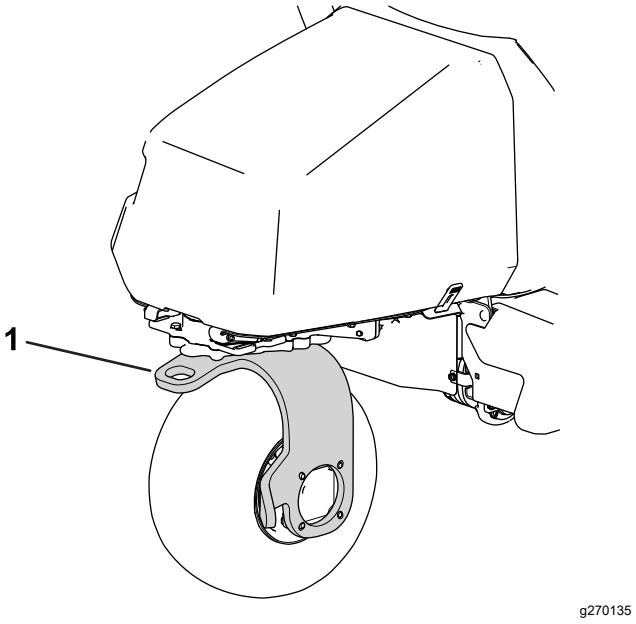

Figura 37
13. Utilice la horquilla de la rueda giratoria trasera para remolcar la máquina (Figura 37).